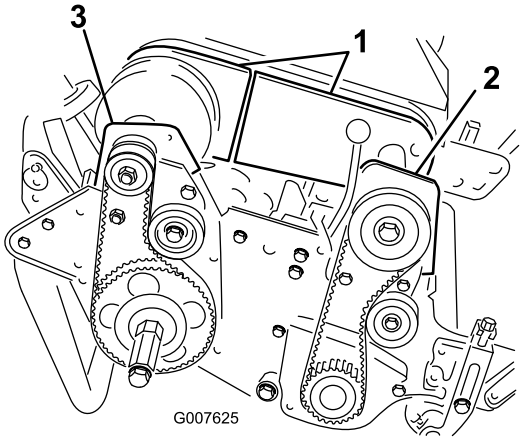

Figur 41
4. Ta bort de skruvar som håller fast den främre och bakre delen av differentialkåpan på differentialhuset, och skjut bort kåpdelarna så att remmen syns (Figur 41).
6. Ta bort de två skruvarna och låsmuttrarna som håller fast det främre kopplingshuset på sidoplåten (Figur 41).
8. Ta bort de två skruvar och låsmuttrar som håller fast det högra lagerhuset på sidoplåten (Figur 41).